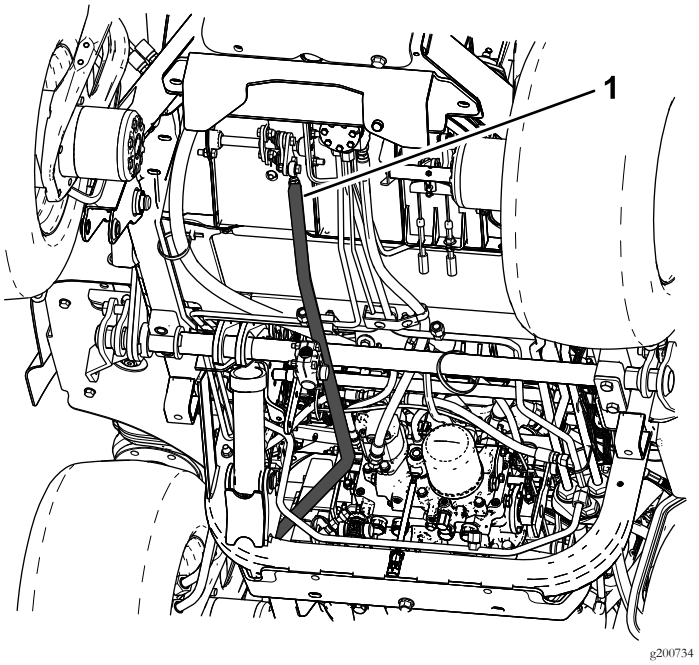
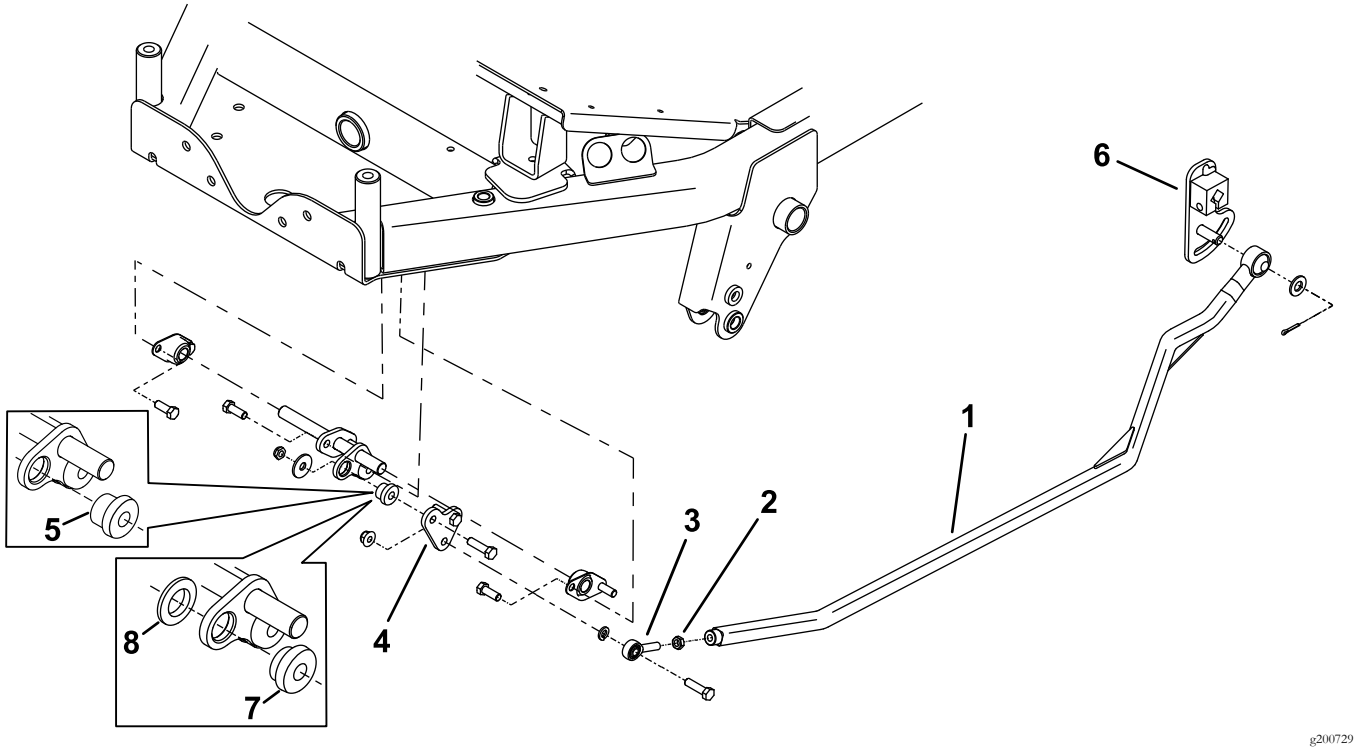

Figura 5
Figura 6
2. Retire a barra de tração existente do braço da alavanca de tração e a ligação frontal (Figura 5).
3. Instale o rolamento da extremidade da barra e porca de retenção na barra de tração (Figura 6).
4. Instale a placa de ligação e as montagens de borracha ou de plástico (Figura 6).
Nota: Utilize as montagens de borracha ou de plástico para este kit, as que o fizerem sentir-se melhor ao operar a máquina. Recomenda-se que utilize as montagens de borracha para uma máquina com uma cabina, uma vez que isto ajuda a reduzir o ruído na cabina (Figura 6).
5. Instale a nova barra de tração no braço da alavanca de tração e a ligação frontal (Figura 5 e Figura 6).